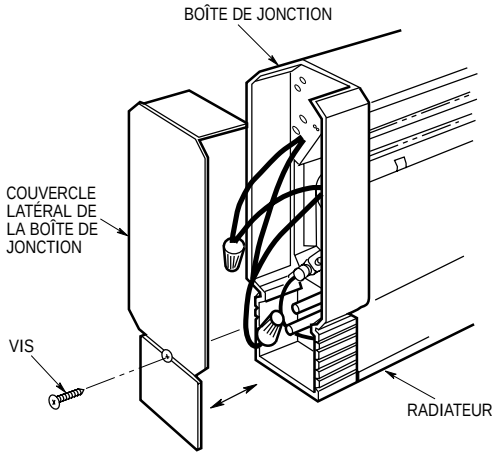

Figure 1. Dépose du couvercle latéral.
2. Enlevez le couvercle latéral de la boîte de jonction choisie (voir la figure 1) et mettez-le au rebut. Conservez la vis.